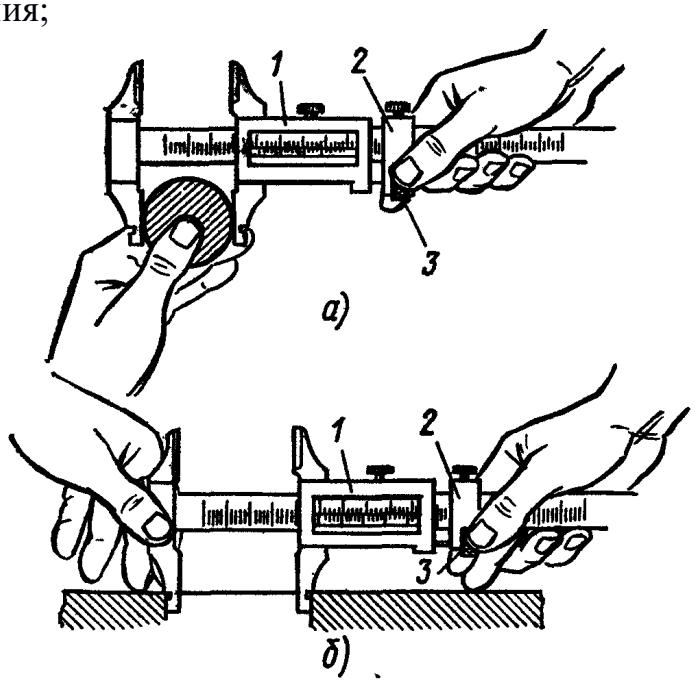

Рис. 8. Приемы измерений штангенциркулем ШЦ-II
a) установить приблизительно контролируемый размер (при наружном измерении рис.8, *а* несколько больше, а при внутреннем рис. 8, *б* несколько